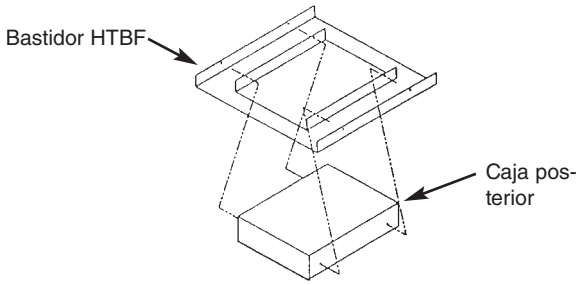

Figura 2
4. Monte la caja posterior del calefactor en el juego de bastidor HTBF por medio de los cuatro tornillos provistos. Consulte la Figura 2.